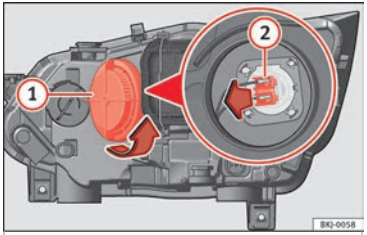

Fig. 113 En el vano motor: lámpara de luz de carretera.
– Gire la tapa (1) hacia la izquierda y sáquela »» **fig. 113**.
– Extraiga el conector de la lámpara (2) tirando hacia afuera.
– Coloque el conector de la lámpara (2).
– Coloque la tapa (1) girando hacia la derecha.